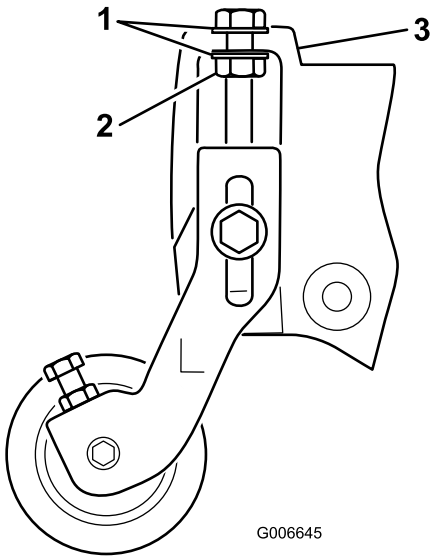

Figura 21
Nota: Posizionate le rondelle sui bulloni di regolazione dell'altezza di taglio da ciascun lato della flangia, sulla piastra laterale (Figura 21).
17. Serrate il dado di bloccaggio sul bullone di regolazione dell'altezza di taglio finché le rondelle non vengono a contatto con la flangia della piastra laterale, quindi allentate il dado di mezzo giro (Figura 21).